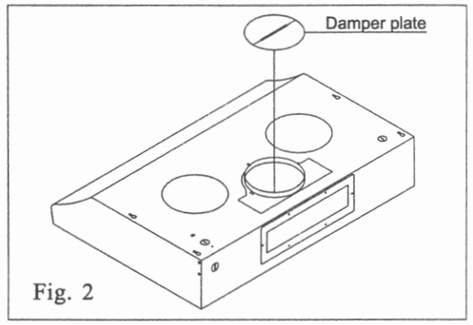

Fig. 2
(1)For round vent (the standard type),please connect the 6" exhaust duct to the round vent off the machine.(Fig2)